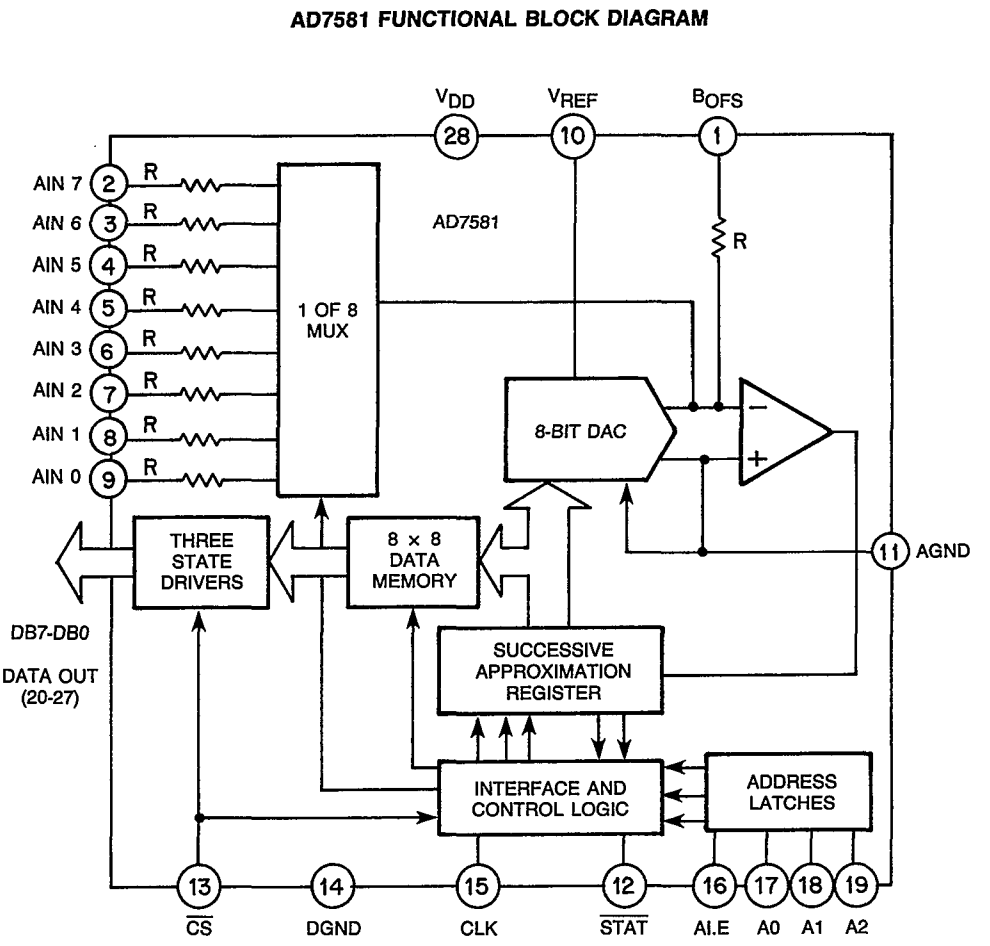

Figure 2-24, A-to-D block diagram
2.5.4.3 A/D convertor with multiplexer. Z1 on the I/O board is an AD7581 8-channel, 8-bit A-to-D converter. Refer to Figure 2-24. This monolithic device contains an 8-bit converter, an 8-channel multiplexer, 8